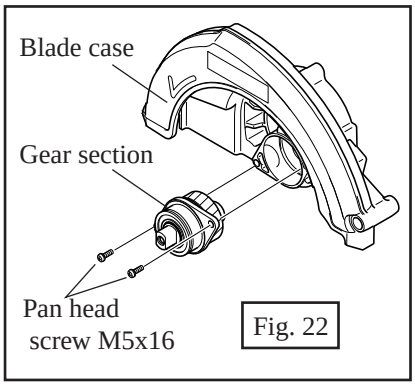

Fig. 22
(6) Mount the gear section (bearing box) to blade case by securing with 2 pcs. of pan head screw M5x16. See Fig. 22.